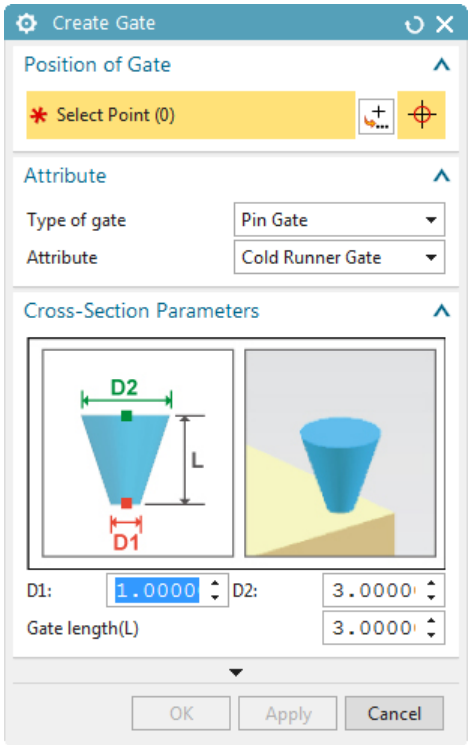

Figure 2-13 *The* ***Create Gate*** *dialog box*
8. Choose the **Gate Wizard** tool from the **Wizard** group; the **Create Gate** dialog box is displayed, refer to Figure 2-13.